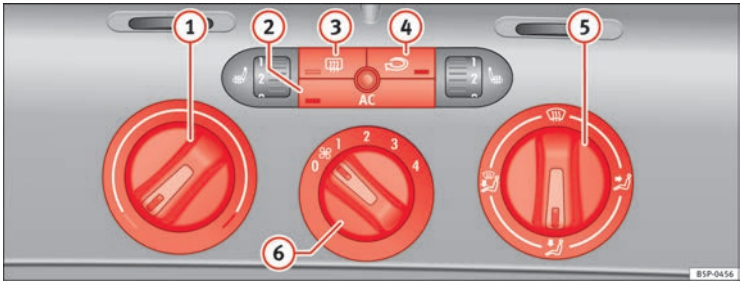

Abb. 130 In der Instrumententafel: Bedienelemente der Climatic
– Mit den Reglern ⇒Abb. 130 (1) und (5) und mit dem Schalter (6) stellen Sie die Temperatur, die Luftverteilung und die Gebläsestufe ein.
– Drücken Sie die jeweilige Taste (2), (3) oder (4), um eine Funktion ein- oder auszuschalten. Bei einer eingeschalteten Funktion leuchtet die Kontrollleuchte unten an der Taste auf.
(1) Temperaturregler ⇒Seite 170.
(2) Taste AC – Klimaanlage ein-/ausschalten ⇒Seite 170
(3) Taste – Heckscheibenbeheizung. Etwa *20 Minuten* nach dem Einschalten wird die Beheizung automatisch ausgeschaltet. Sie lässt sich vorzeitig durch Drücken der Taste ausschalten.
(4) Taste – Umluftbetrieb ⇒Seite 171
(5) Luftverteilungsregler ⇒Seite 170.
(6) Gebläseschalter. Der Luftstrom ist in vier Stufen einstellbar. Das Gebläse sollte bei langsamer Fahrgeschwindigkeit immer auf der niedrigsten Stufe mitlaufen. ▶
– Schalten Sie die Klimaanlage mit der Taste ⇒ Abb. 130 AC ein.